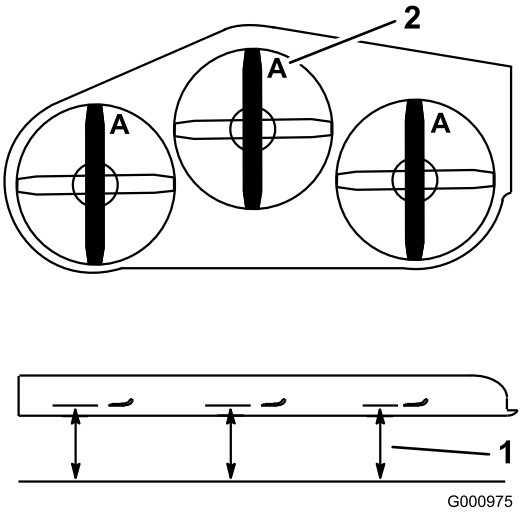

Figuur 91
3. Draai de messen totdat de uiteinden in de lengterichting liggen (Figuur 91). Meet de afstand tussen een horizontaal oppervlak en de snijrand, stand **A**, van de messen (Figuur 91). Noteer deze afstand.